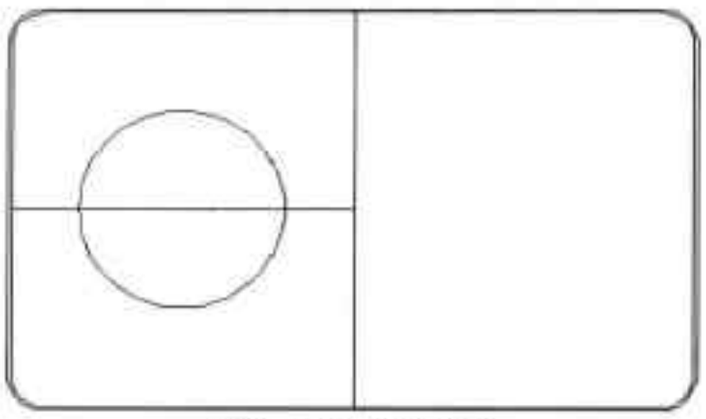

图6-78 绘制圆
Step05 执行“圆”命令，捕捉水平线中点，绘制半径为 150mm 的圆形，如图 6-78 所示。